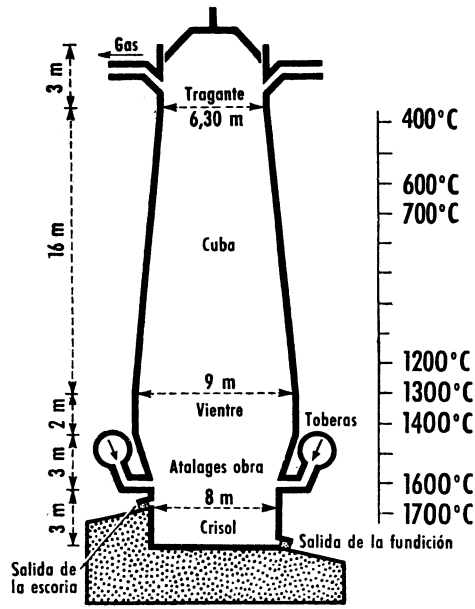

FIG. 116
B) *Descripción del alto horno* (fig. 116). Sus partes esenciales son: